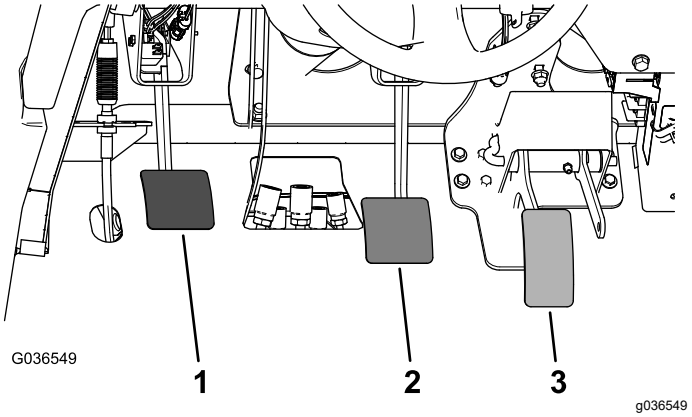

Bild 59
2. Heben Sie das Bremspedal an (Bild 59), bis es den Rahmen berührt.
3. Lösen Sie die Klemmmuttern, mit denen das Joch an der Hauptzylinderwelle befestigt ist (Bild 59).